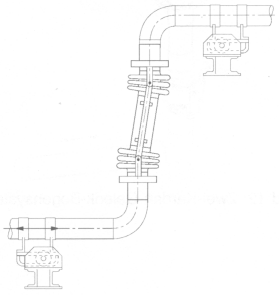

Bild 15
- Beim Einbau Lateralkompensatoren (Bild 15), die Dehnungen seitlich nur in einer Ebene aufnehmen können, auf Übereinstimmung zwischen Richtung der Rohrdehnung und Bewegungsmöglichkeit der Kompensatoren (senkrecht zur Bolzenachse) achten. Die nominale laterale Dehnungsaufnahme ist dem Modul 4c zu entnehmen. Lateralkompensatoren stellen keine besonderen Ansprüche an die Führungslager. Bei kurzschenkligen Maschinenhausleitungen erübrigen sich Führungslager.